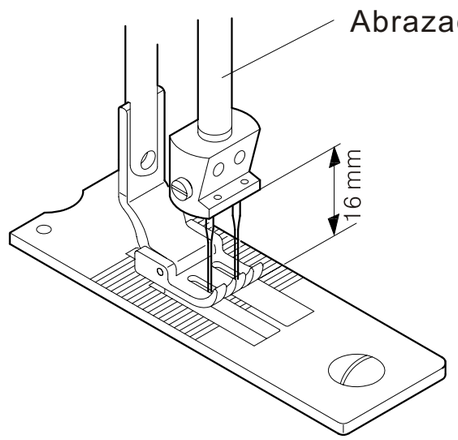

Fig. 32
1. Apague la maquina. Cuando la aguja este en el punto muerto inferior, el espacio entre la superficie de la placa aguja y el filo inferior de la abrazadera aguja debe ser de 16mm. (Fig. 32)